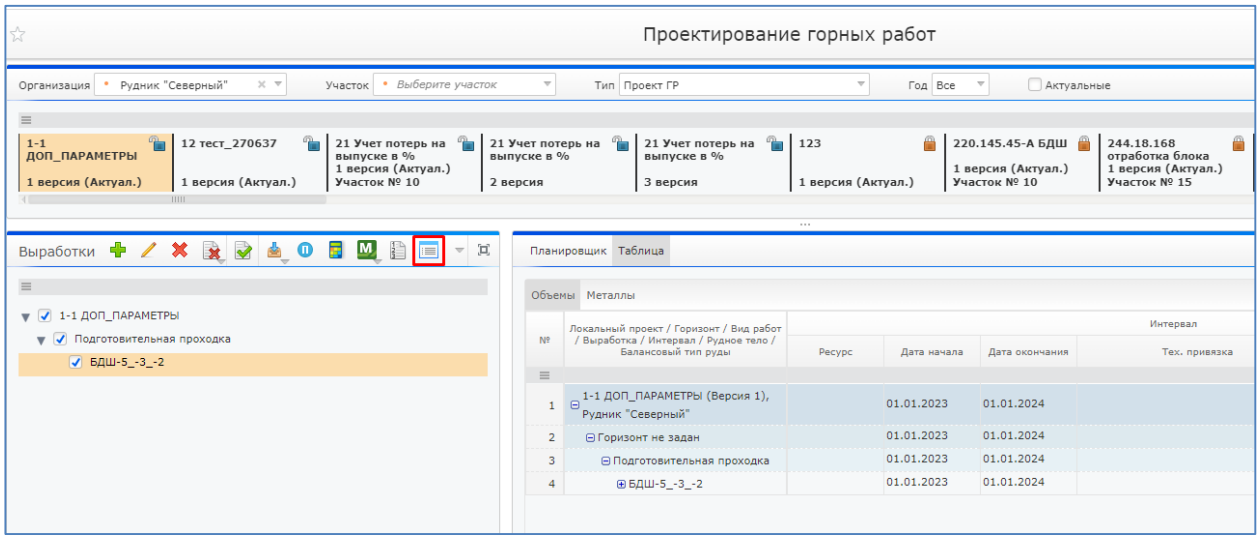

Рисунок 36. Кнопка «Редактировать данные доп. разубоживания»
3. В блоке «Выработки» нажать на кнопку «Редактировать данные доп. разубоживания» (Рисунок 36);